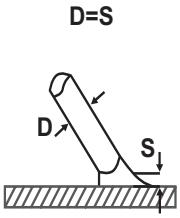
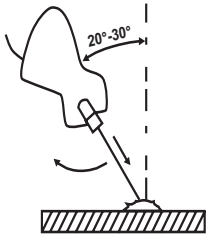

рис. 2
рис. 3
1 – выключатель (на задней панели рис.2); **2** – индикатор перегрева;
7.6 Как только произойдёт зажигание дуги, электрод нужно держать на таком расстоянии S (см. рис. 2) от обрабатываемого материала, которое соответствует диаметру электрода D (см. рис. 2). Для получения равномерного шва далее необходимо соблюдать эту дистанцию по возможности постоянной. Также необходимо помнить, что наклон оси электрода должен быть примерно 20-30 градусов (см. рис. 3).